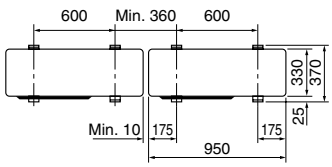

Fig. 3-1
- Ünitenin çalışması sırasında gürültü yapmaması için üniteyi mutlaka sağlam ve düz bir yüzeye monte edin. (Fig. 3-1)